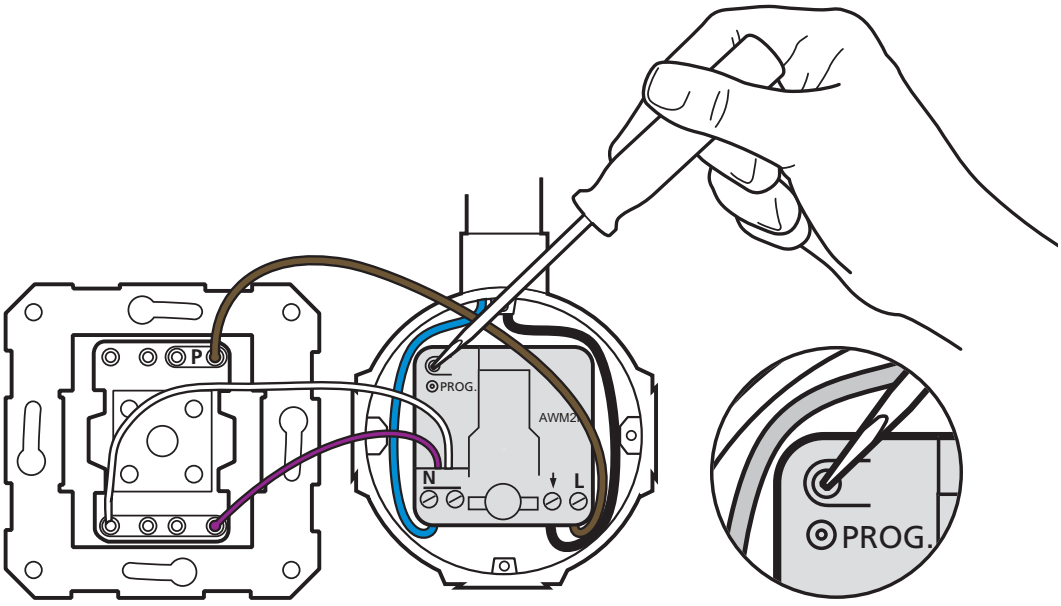

Figuur 5
- Druk het programmeerknopje minimaal drie seconden in, zie figuur 5, waarna de rode LED bij het loslaten blijft branden.